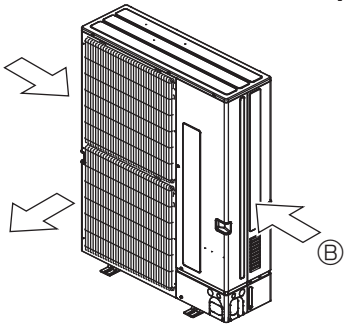

Fig. 3-4
③ Placer l'appareil de sorte que la sortie d'air souffle dans la direction perpendiculaire à celle des vents saisonniers, si celle-ci est connue. (Fig. 3-4)